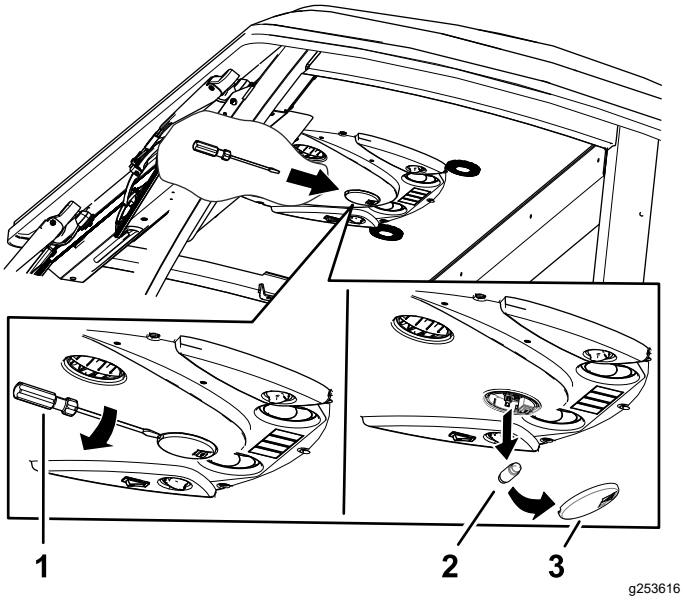

Рисунок 85
1. Снимите защитное стекло осветительного прибора с панели управления с помощью отвертки (Рисунок 85).
2. Выньте лампу из основания осветительного прибора (Рисунок 85).